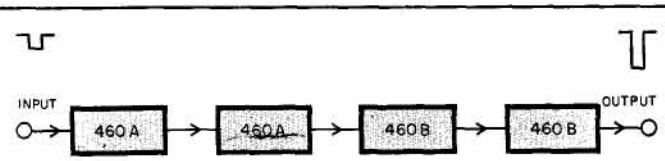

Figure 1. Typical cascading of 460A/B Amplifiers to give approximately 70 db gain and 125 volt pulse output.
-hp- 460A is a two stage voltage amplifier (which does not invert the input signal) having approximately 20 db gain with a rated output of 8 volts into an open circuit. This is sufficient for operating scalers, etc. For higher voltages required for cathode ray tube deflection, *-hp-* 460B is recommended. This instrument is a wideband amplifier designed to supply a maximum of 125 volts peak (negative) open circuit. This is sufficient to provide full deflection on any commonly-used cathode-ray tube. One or more 460B amplifiers can be cascaded with one or more 460A amplifiers to provide a high-gain pulse amplifier with very rapid rise time and zero overshoot *(see Figure 1)*.